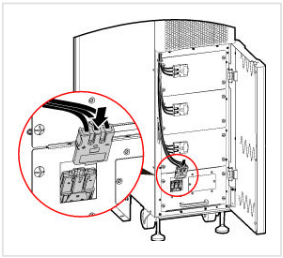

FIGURE 5-6 Step 8 — plug in each module
8. Plug in the battery plug-in of every installed module (Figure 5-6).